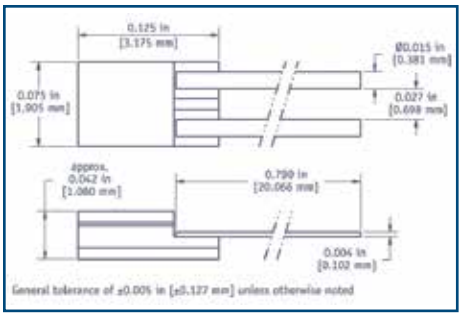

Figure 2 – *SD Package*
1. Although the SD sensor package (Figure 2) is a 2-lead device, measurements should preferably be made using a 4-wire configuration to avoid uncertainties associated with lead resistance.